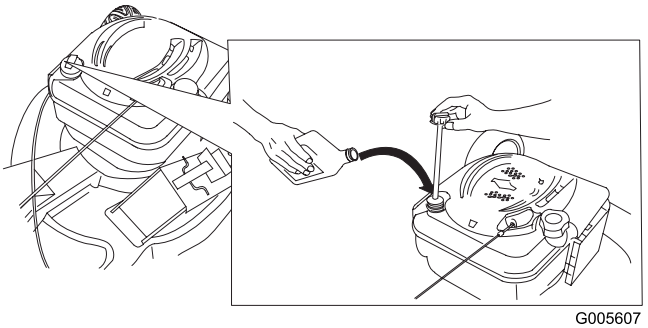

Figur 13
1. Tag målepinden ud, tør den af, og sæt den helt i igen (Figur 13).